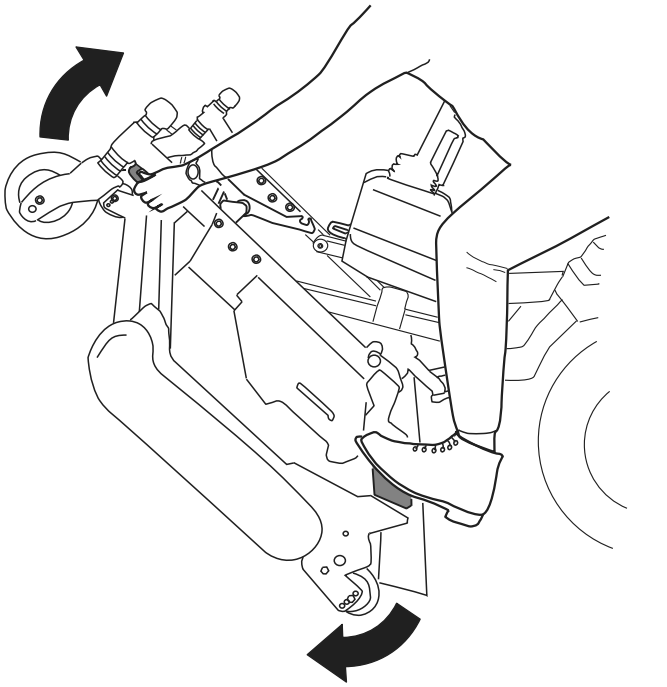
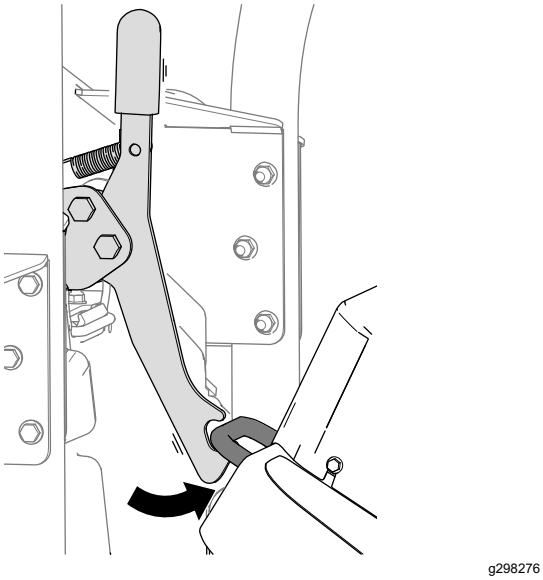
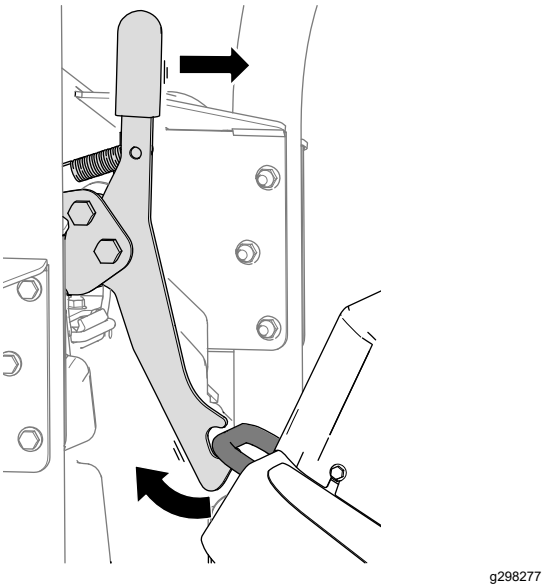

Figura 39
Figura 40
Figura 41
5. Ruotate l'apparato di taglio (Figura 39) in modo tale che il fermo si inserisca nella staffa di ancoraggio (Figura 40).
1. Rilasciate il fermo dell'apparato di taglio dalla staffa di ancoraggio (Figura 41) ruotando l'apparato di taglio leggermente in avanti (fate riferimento a Figura 39) e spingendo la maniglia del fermo in avanti.